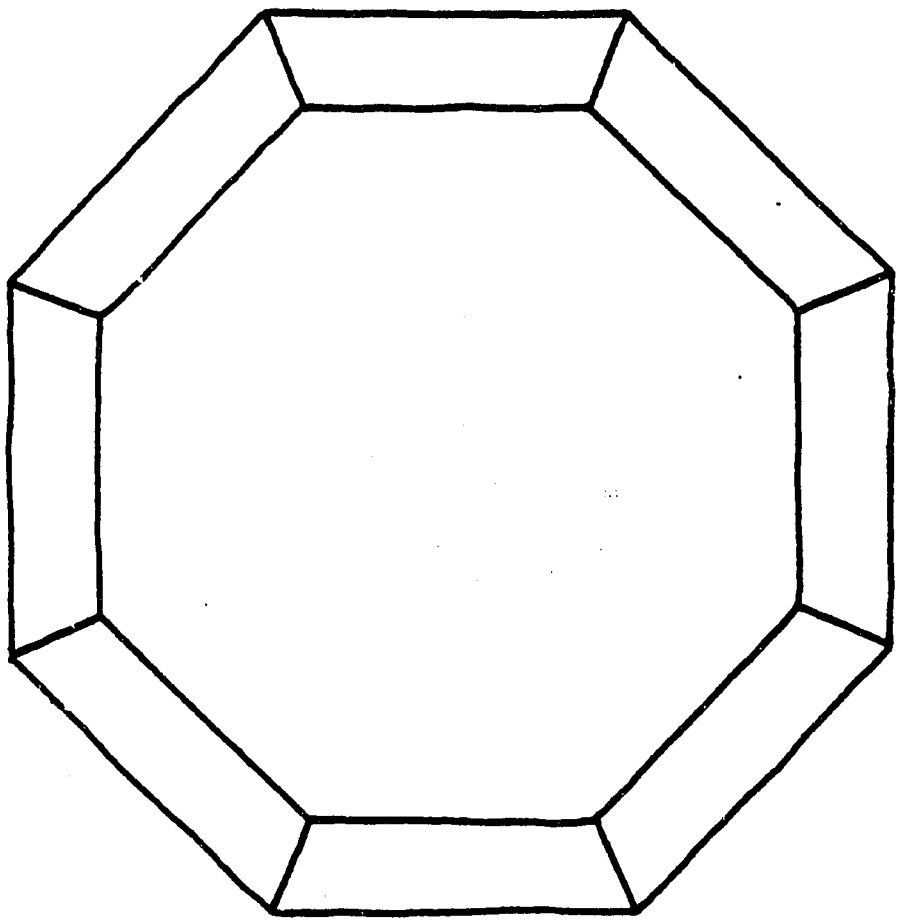

Figure 12. Base Row of Bricks
- At the bottom of the pit, make a circle from eight large bricks (see Figure 12). Make sure the bricks are level, otherwise the construction will be tilted. No mortar is needed.